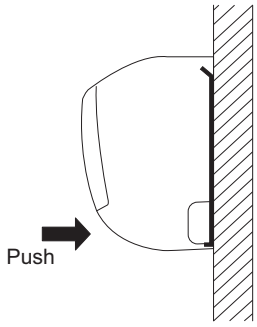

Fig. 2-260
(1) To install the indoor unit, mount the indoor unit onto the 3 tabs on the upper part of the rear plate.
(2) Hold down the air discharge outlet and press the lower part of the indoor unit until it clicks to securely fasten to the 2 tabs on the lower part of the rear plate. (Fig. 2-260)